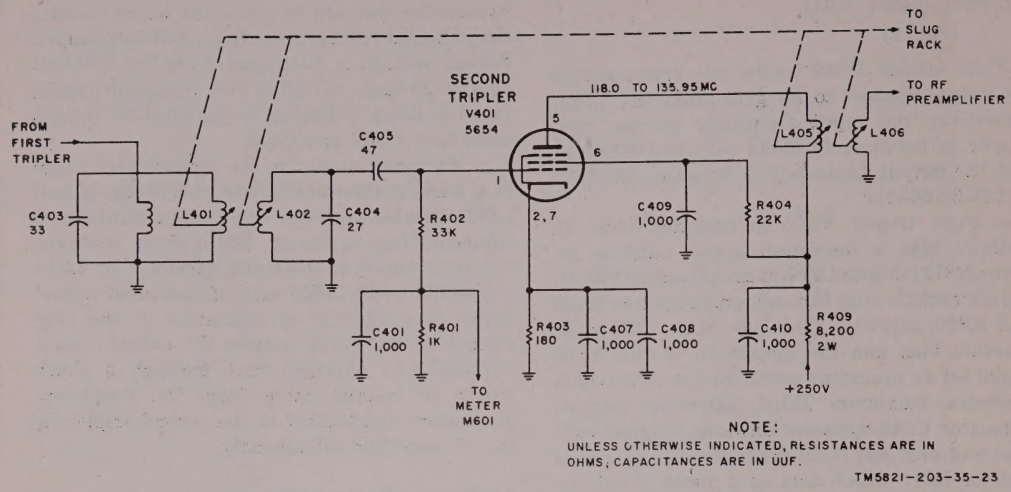

Figure 9. Second tripler V401, simplified schematic diagram.
21. Second Tripler V401 (fig. 9)